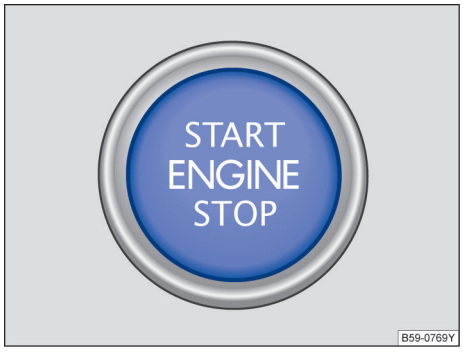

图 121 无钥匙系统 Kessy：中控台下部分中的启动按钮
– 按压启动按钮→ 图 121。为了启动发动机，车内必须有一把有效的车辆钥匙。并且需要踩住制动踏板。当发动机启动时，松开启动按钮。 ▶
– 短促按压启动按钮 →图 121。如果无法停下发动机，则应执行应急关闭→ 第 126 页。